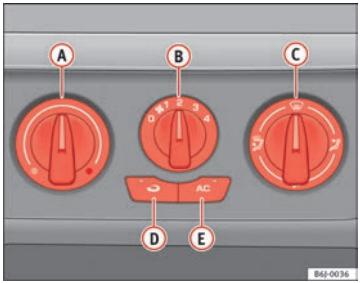

Fig. 92 Air conditioning controls on the dash panel
– Using the controls ⇒ fig. 92 (A) and (C) and with the switch (B) you can adjust the temperature, the air distribution and the blower speed.
– To switch a function on or off, press the appropriate button (D) or (E). When the function is activated, a red warning light on the button is turned on.
– Close outlets (3)
– Open and turn outlets (4) towards side windows